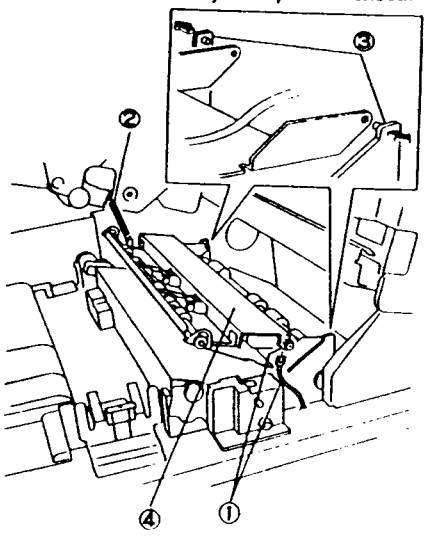

Рис. 1
7. (Рис. 1): Снимите узел верхнего желоба.
①. Ослабьте винт и снимите сопротивление подачи смещения на желоб.
②. Снимчте пружину.
③. Откройте установленный на штырьки кронштейн узла регистрации.
④. Снимите узел верхнего желоба.